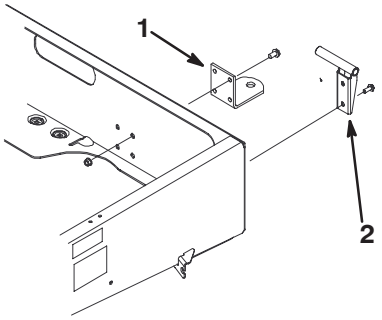

Figura 7
2. Montate la staffa orientabile sinistra nell’angolo posteriore sinistro del telaio, usando due viti a testa flangiata (3/8 x 1 poll.). Collocate la staffa come illustrato nella Figura 7.